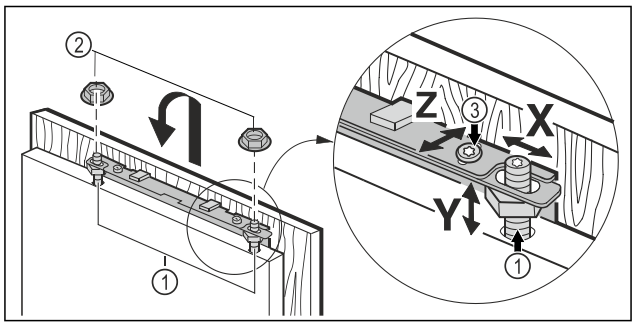

Fig. 39
▶ Hook the unit door onto the adjustment bolts *Fig. 39 (1)* and screw the lock nuts *Fig. 39 (2)* loosely onto the adjustment bolts.
▶ Align the unit door in height **Y** and in the lateral inclination: Adjust the adjustment bolt *Fig. 39 (1)* with a screwdriver.
▶ Tighten the lock nuts *Fig. 39 (3)*.